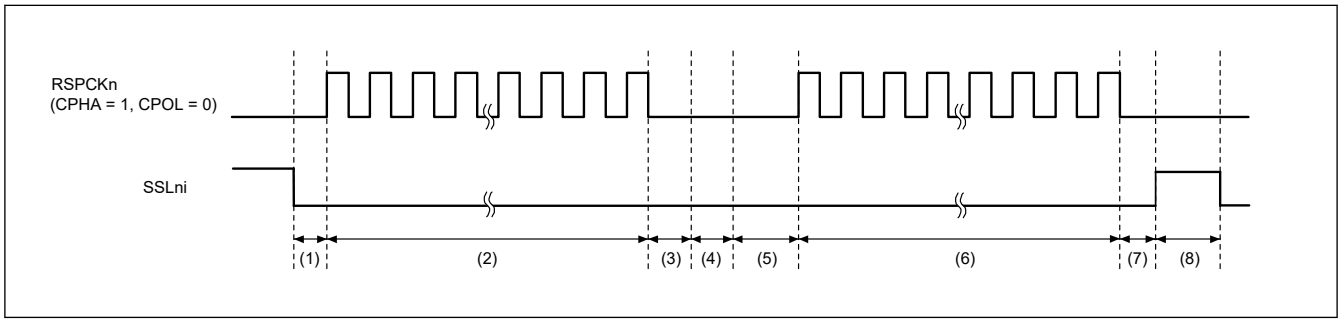

図 34.60 SSLKP ビットを利用したバースト転送の動作例 (BFDS = 0, SPFRF = 0)
図 34.60 に、SPCMD0 および SPCMD1 レジスタの設定値を使用してバースト転送を実現した場合の SSLni 信号の動作例を示します。以下では、図 34.60 に示す (1)～(8) の SPI の動作内容について説明します。SSLni 出力信号の極性は、SPI SSLni 信号極性ビット (SPCR3.SSLiP) (i = 0～3) の設定値で決まります。